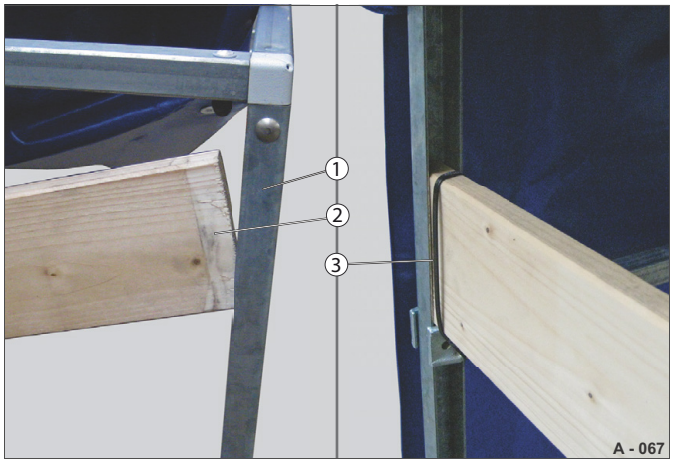

Abb. 78 Vysoká plachta (např. HA)
- ▶ Vložte laťku (Abb. 78/2) shora do U-profilu stojek (Abb. 78/1).
- ▶ Zajistěte je proti vyklouznutí vázacími pásky (Abb. 78/3).